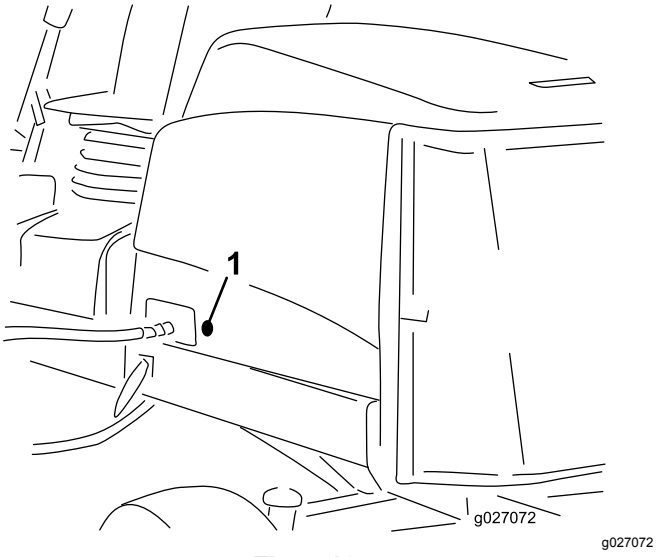

Figur 18
2. Fjern gummikransen fra hullet i venstre side af motorhjelmen (Figur 18).